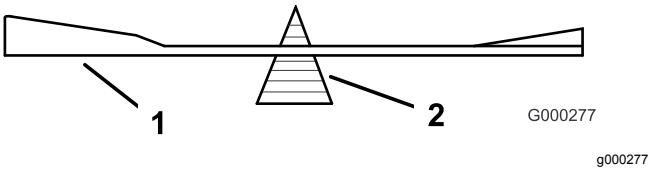

Rysunek 76
2. Sprawdź wyważenie ostrza, układając je na równoważniku ostrzy (Rysunek 76).